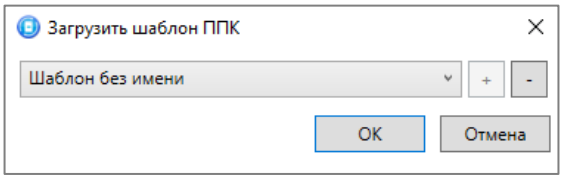

Рисунок 5.17 — Окно *Загрузить шаблон ППК*
- *Загрузить шаблон настроек:* открытие окна *Загрузить шаблон ППК* (см. рисунок 5.17), с помощью которого можно сконфигурировать выбранную панель по предварительно созданному шаблону. Для того чтобы применить шаблон, выберите его в списке и нажмите кнопку *OK*. Для того чтобы удалить один из сохраненных шаблонов, выберите его в списке и нажмите кнопку -.